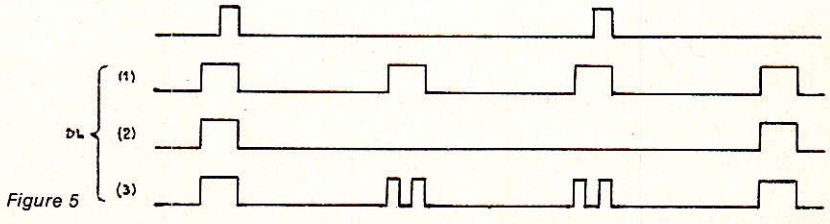

Figure 5
On peut obtenir des balayages avec des nombres de lignes différents de ceux des standards, en agissant sur la logique d'addition/suppression par l'intermédiaire de la broche DL. On trouve normalement, sur celle-ci, des impulsions à la fréquence 2 F_H (**figure 5**). Chaque suppression de deux de ces impulsions par trame, ajoute une ligne à cette dernière (DL (2) dans la figure 5) ; à l'inverse, chaque addition de deux impulsions, supprime une ligne.
Figure 5 : Le couplage entre pistes adjacentes. Il est en première approximation proportionnel à $C_{12}/(C_1 + C_2)$. On peut le réduire, voire l'éliminer totalement, en faisant circuler une piste de masse entre les deux pistes « chaudes ».